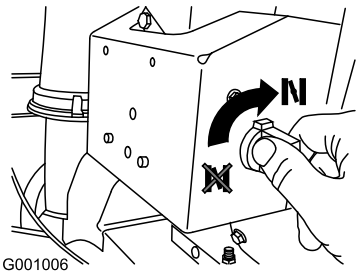

Figur 23
4. Flytta choken till läget På (Figur 23).